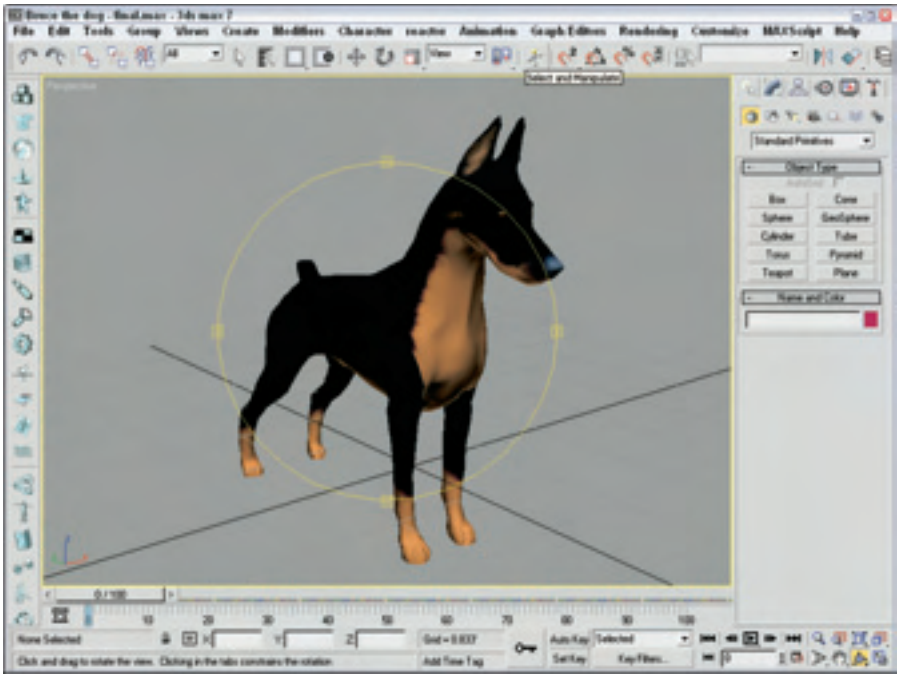

Figure 2-5: The Perspective viewport after a slight rotation shows Bruce's good side.
6. Click the Arc Rotate button (or press Ctrl+R), and drag from the left square on the rotation guide to the right. This rotates Bruce to make his front side more visible, as shown in Figure 2-5. Good boy, Bruce.